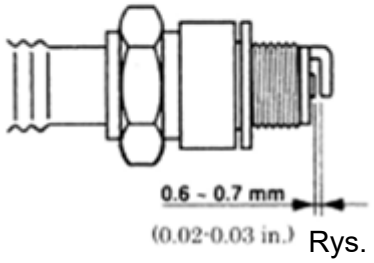

Rys. 15
3. Wyjąć świecę zapłonową, oczyścić ją i wyregulować odstęp elektrody do wartości 0,6–0,7 mm (Rys.15)